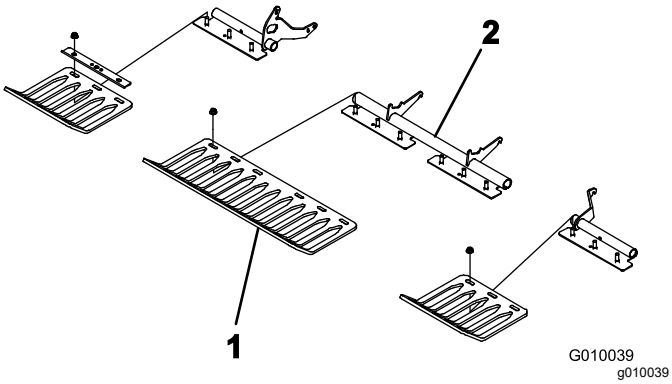

Rysunek 23
4. Luźno zamocuj osłony od darni do wsporników osłon za pomocą czterech zacisków osłon od darni i 12 nakrętek kołnierzowych (Rysunek 23). Nie dokręcaj elementów mocujących.
Informacja: Zaciski osłon od darni i nakrętki kołnierzowe są na czas transportu z fabryki mocowane do wsporników osłon (Rysunek 23).